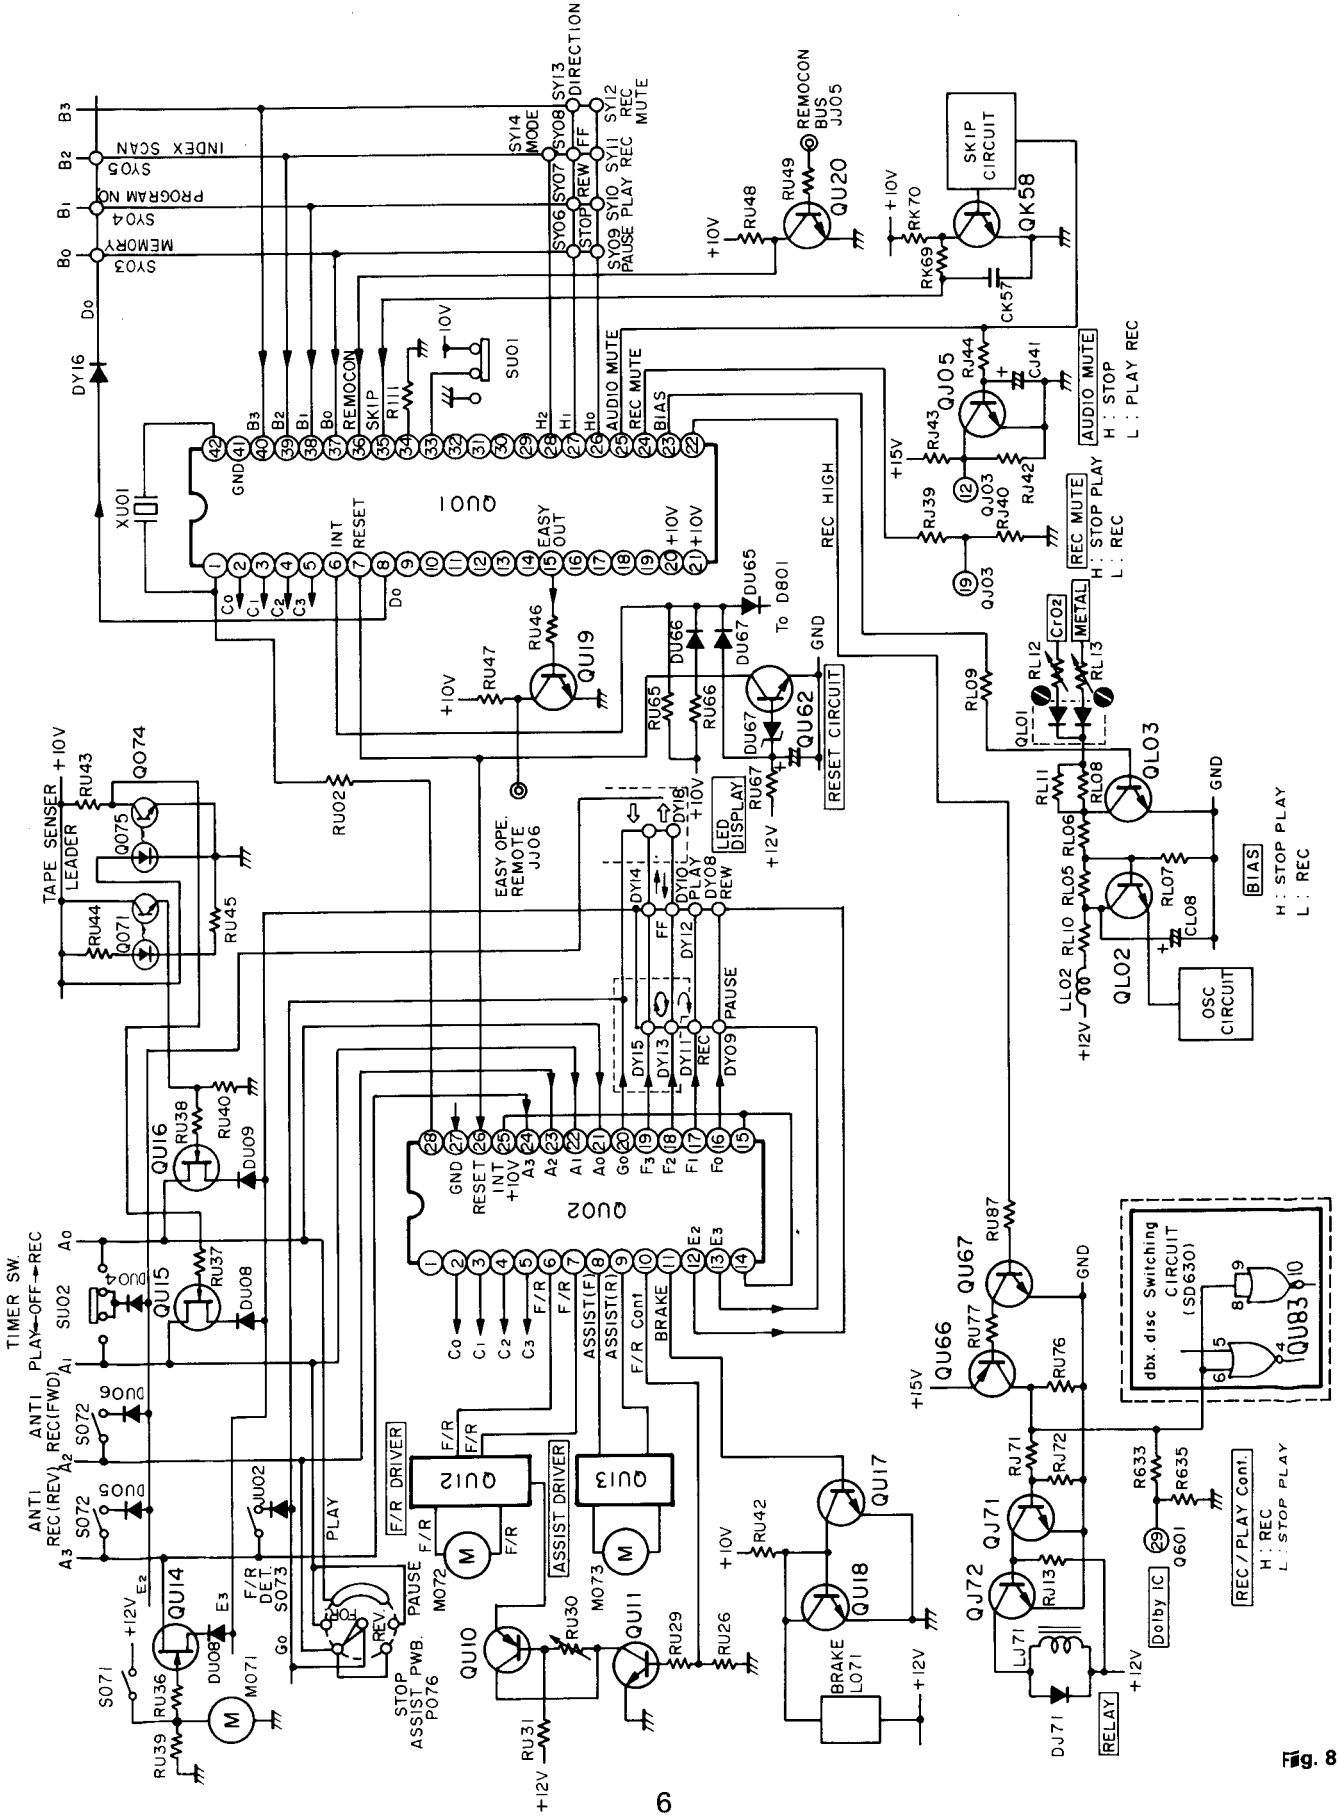

Fig. 8
The tape end detection system uses the transmission system: the infrared light emission diode GL-350 is combined with the phototransistor PT-350 (QU71) so that the phototransistor receives a light in the tape leader of a cassette tape, a voltage is applied to the gate of QU15 FET to turn the FET on and the output of E3 pin (13) is applied to A0 pin (21) and the μ-com is set in the Forward ⇄ Reverse mode. The circuit is shown in Fig. 8 "Schematic Diagram of μ-com".